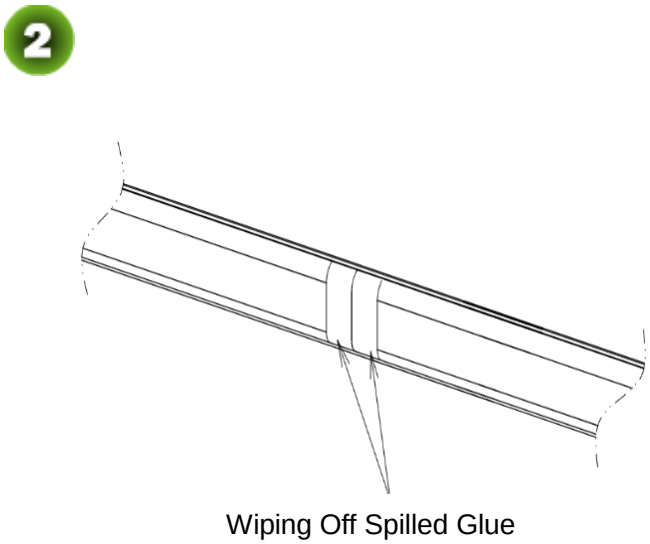

Figure 2-4B Wiping Off Spilled Glue
3) Remove the protection cover on the connection part, as shown in Figure 2-4B.